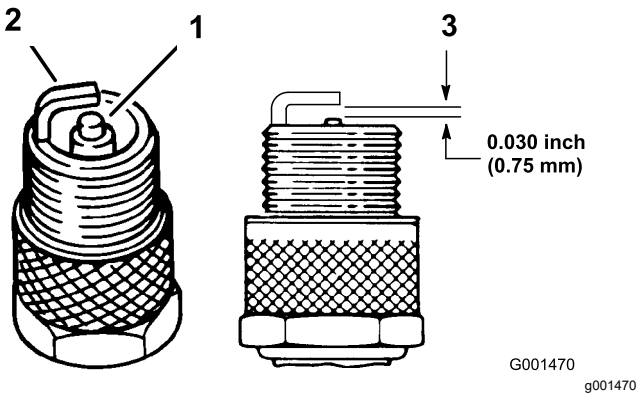

Rysunek 43
4. Sprawdź stan elektrody bocznej, elektrody środkowej oraz izolatora elektrody środkowej pod kątem uszkodzeń (Rysunek 43).
5. Szczelina powietrza pomiędzy elektrodą środkową i boczną powinna wynosić 0,76 mm, jak pokazano na rysunku Rysunek 43.